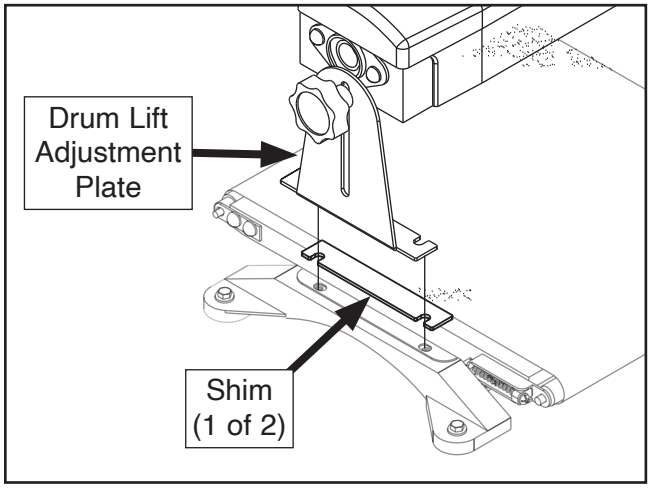

Figure 71. Shim inserted between drum lift adjustment plate and conveyor table.
3. Have an assistant lift left side of drum just enough so you can insert shim(s) between drum lift adjustment plate and conveyor table (see **Figure 71**).